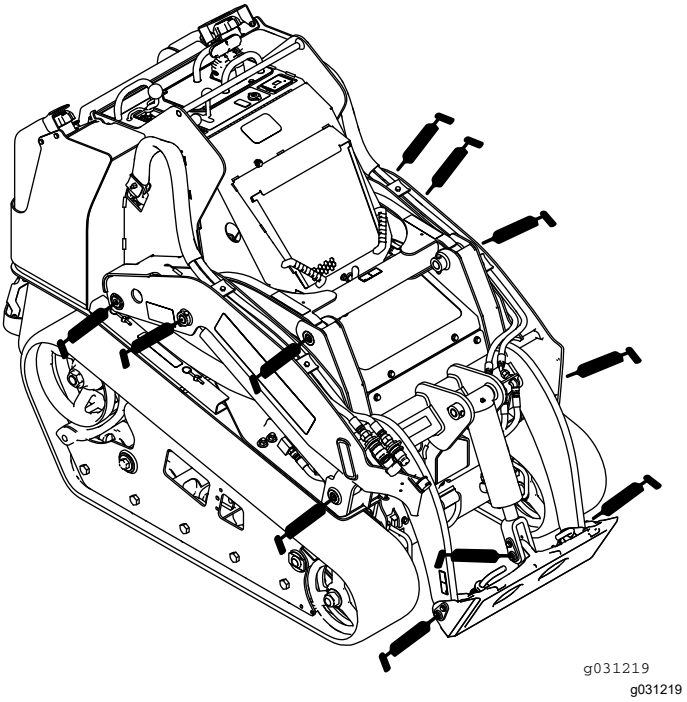
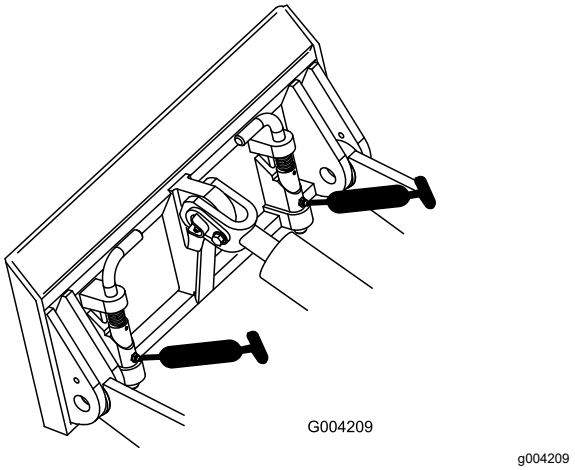
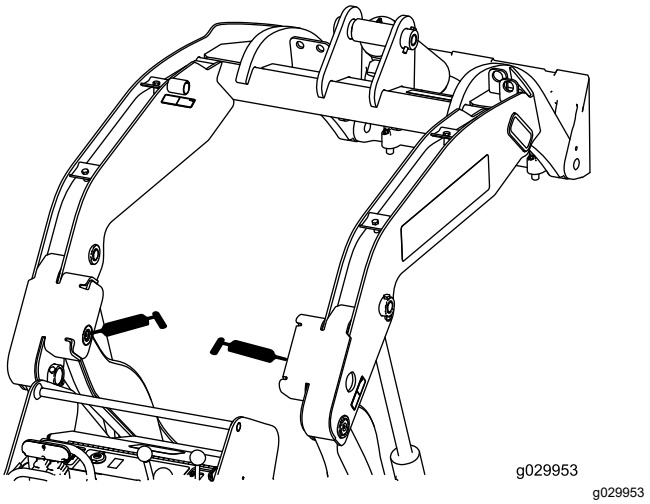

**Figur 38**
**Figur 39**
**Figur 40**
4. Sätt en fettspruta på varje koppling (Figur 38, Figur 39, och Figur 40).
**Obs:** Höj upp lastarmarna innan du smörjer in kopplingarna i Figur 40.